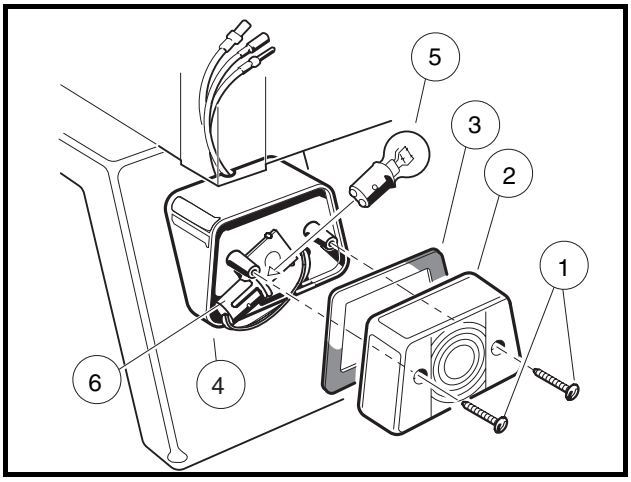

Figure 12-33 Taillight Assembly
2. Remove the screws (1) securing the taillight lens (2) to the taillight (4). Remove the taillight lens and gasket (3).
3. Push the light bulb (5) in and turn it one quarter-turn counterclockwise **(Figure 12-33, Page 12-30)**.
4. Remove the light bulb from the socket (6).
1. Align the small pins on the side of the light bulb with the slots in the light socket. Slide the bulb into the socket and turn one quarter-turn clockwise **(Figure 12-33, Page 12-30)**.